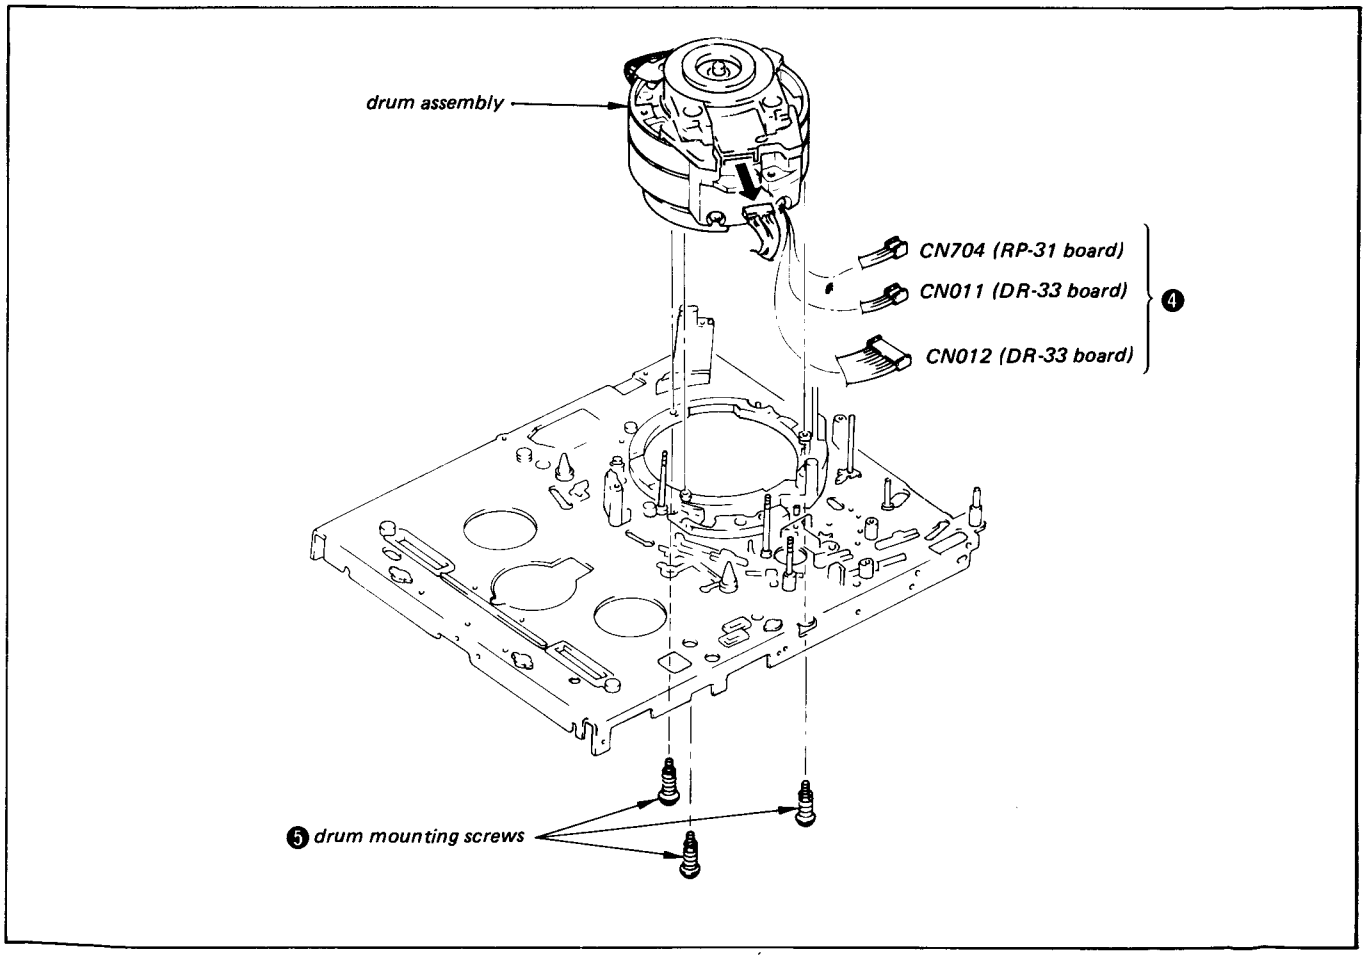

Fig. 3-14 Removal of the drum assembly
4) Remove the 3 connectors ❹ from the rear of the chassis as shown in Fig. 3-14.
5) Remove the 3 drum mounting screws ❺ from the rear of the chassis, then remove the main body of the drum assembly. After the replacement has been completed, adjust the drum path.